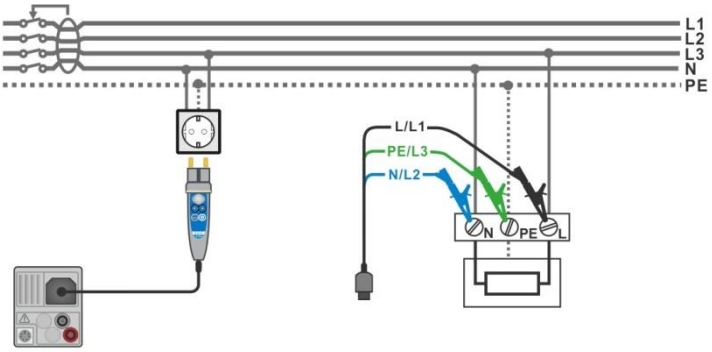

Figure 7.98: AUTO TN (RCD) measurement
- Connect test leads or Plug commander to the object under test, see ***Figure 7.98***.